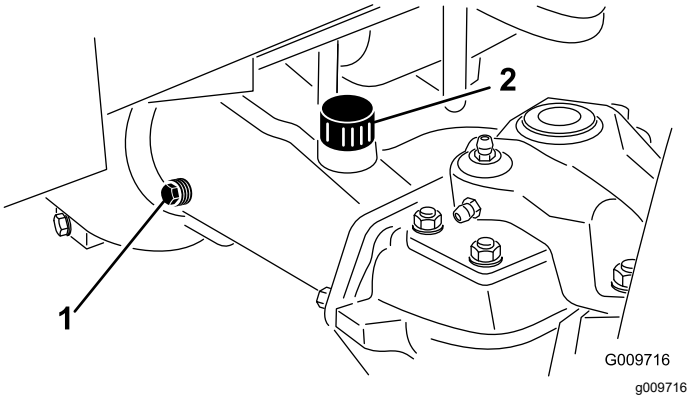

Figur 106
2. Ta bort en kontrollplugg från axelns ena sida (Figur 106) och se till att oljan når upp till botten av hålet. Ta bort påfyllningspluggen (Figur 106) om nivån är låg, och tillsätt tillräckligt med olja så att nivån når botten av kontrollhålet.